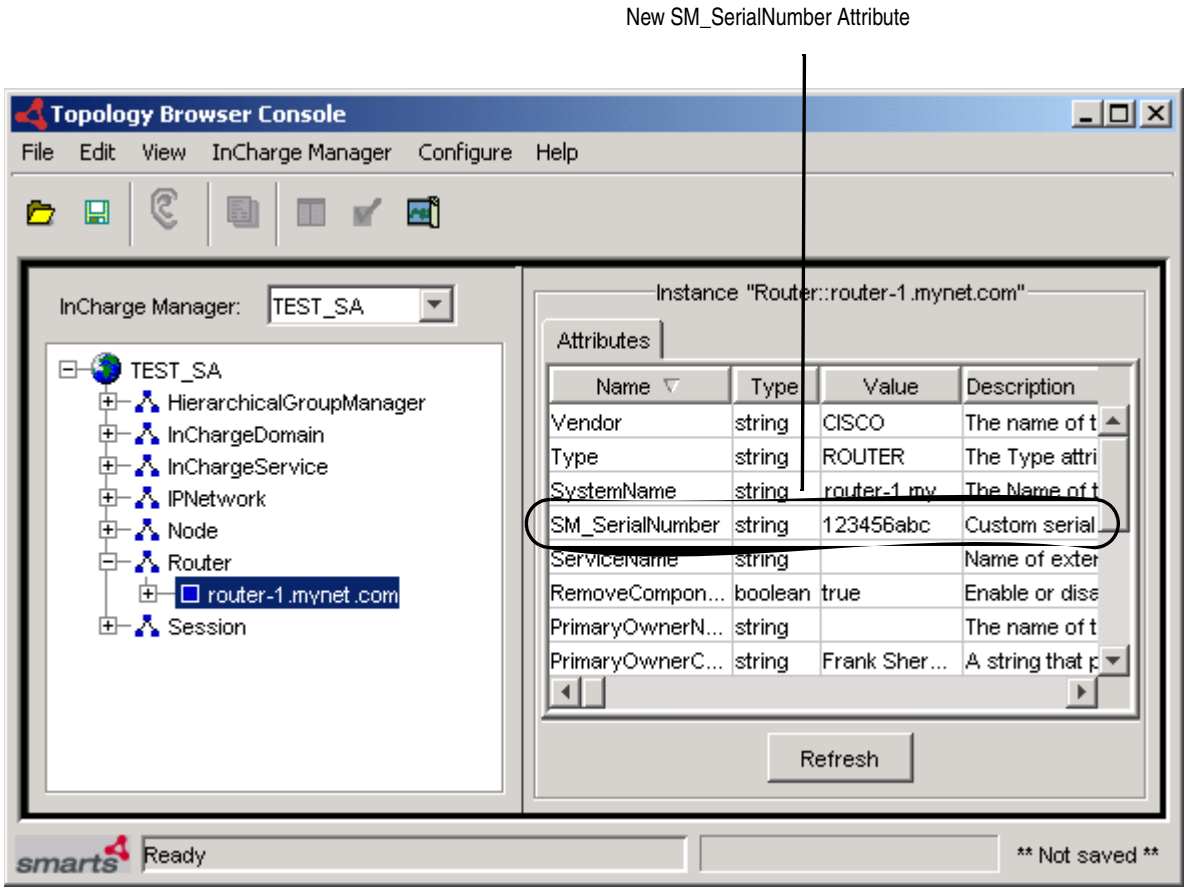

Figure 3-3 SM_SerialNumber in the TEST_SA Global Manager
2. In the Topology Browser Console, verify that the SM_SerialNumber attribute has been added to the Router class, as shown in Figure 3-3 on page 3-9.
Note: Figure 3-3 on page 3-9 illustrates the SM_SerialNumber attribute with a populated value. If you did not populate the value of the attribute (refer to "Populating the value of SM_SerialNumber" on page 3-6), then the value of SM_SerialNumber will still be "NotAvailable".